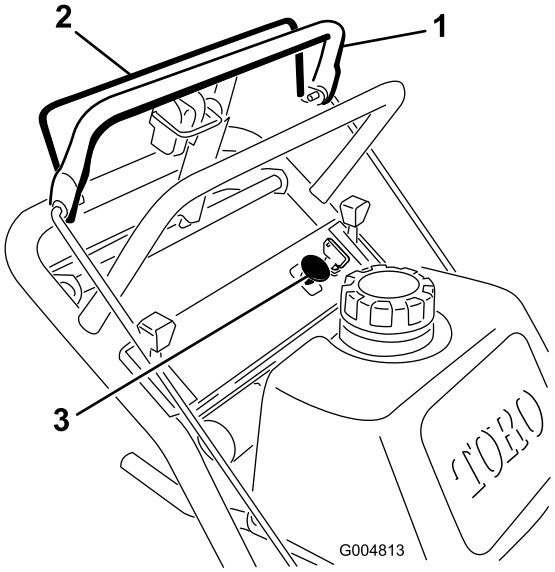

Figura 9
1. Suelte la barra de control superior para parar la máquina (Figura 9).
2. Para engranar las cuchillas, apriete la barra de control de las cuchillas contra la barra de control superior (Figura 9).
Suelte la barra de control de las cuchillas para desengranar las cuchillas (Figura 9).